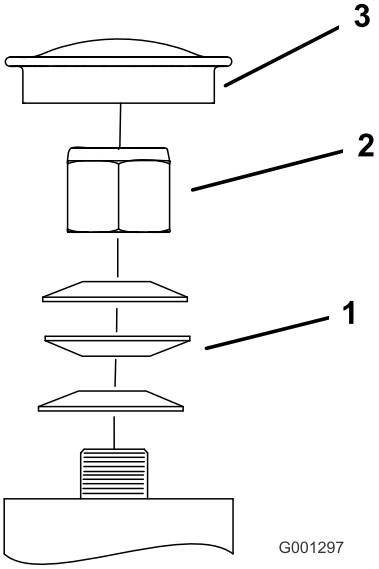

**Figur 67**
3. Fjern støvhætten fra styrehjulet, og spænd låsemøtrikken (Figur 67).
4. Spænd låsemøtrikken, indtil fjederskiverne er flade, og skru derefter 1/4 omgang ud for at indstille forspændingen på lejerne korrekt (Figur 67).
**Vigtigt: Sørg for, at fjederskiverne monteres korrekt som vist i Figur 67.**
5. Monter støvdækslet (Figur 67).